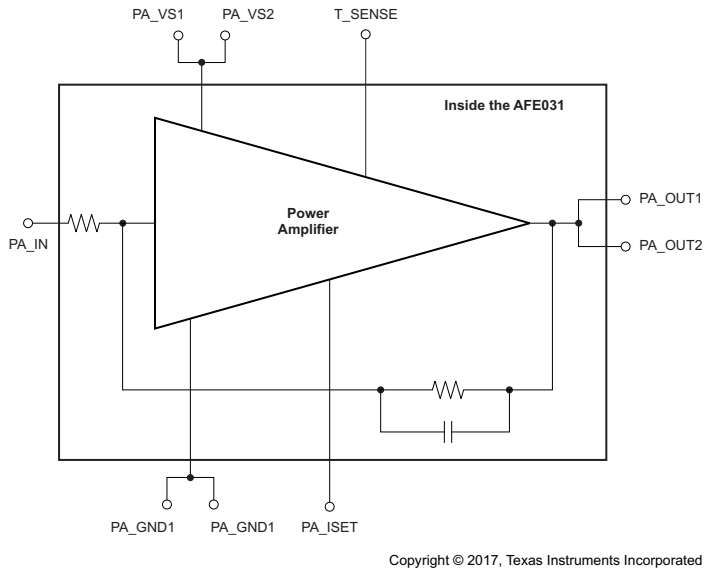

Figure 24. PA Block Equivalent Circuit
The Power Amplifier (PA) block consists of a high slew rate, high-voltage, and high-current operational amplifier. The PA is configured with an inverting gain of 6.5 V/V, has a low-pass filter response, and maintains excellent linearity and low distortion. The PA is specified to operate from 7 V to 24 V and can deliver up to ±1.5 A of continuous output current over the specified junction temperature range of –40°C to +125°C. Figure 24 illustrates the PA block.